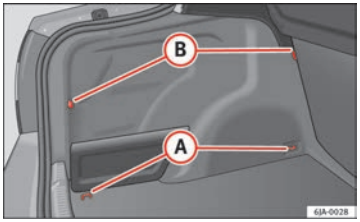

Fig. 76 Luggage compartment: Retaining elements
The following retaining elements are fitted in the luggage compartment ⇒ Fig. 76.
The front ring (B) is below the folding backrest of the rear seats ⇒ Fig. 76. ■